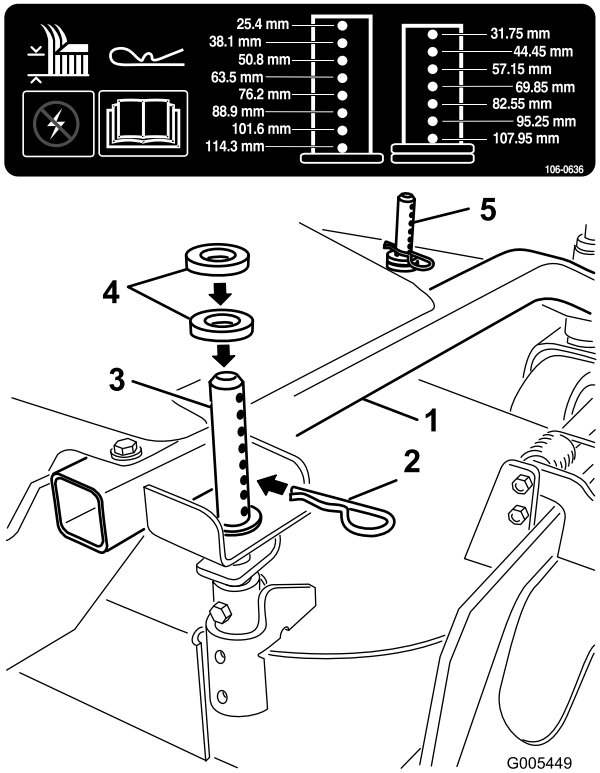

Figur 13
1. Välj det hål i klipphöjdsstaven och antalet distansbrickor som motsvarar önskad klipphöjd (Figur 13).
2. Använd lyfthandtaget och höj däckets sida för att ta bort hårnålssprinten (Figur 13).
3. Lägg till eller ta bort distansbrickor vid behov och rikta sedan in hårnålssprinten i linje med hålen och för in den (Figur 13).